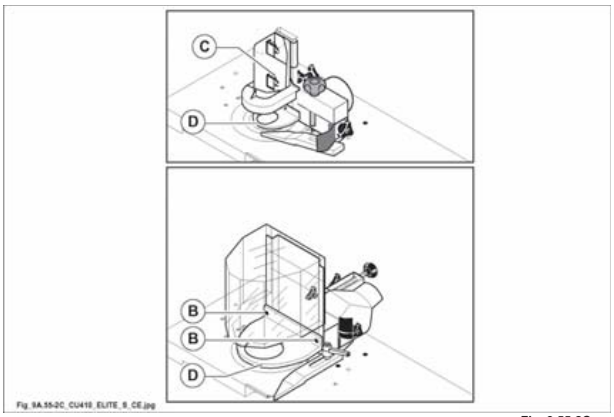

Fig. 9.55-2C
- allentare il pomello (C fig. 9.55-2C) o le viti (B fig. 9.55-2C) e regolare le lunette (D fig. 9.55-2C) all'altezza desiderata;